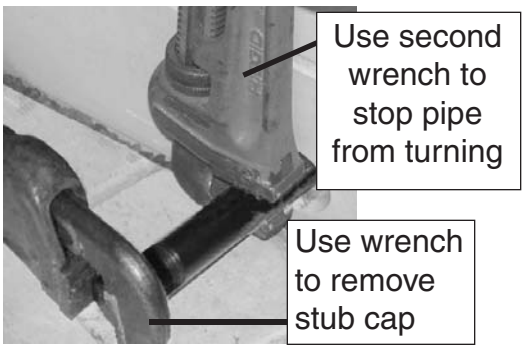

Fig. 12-2 Removing the stub cap
4. Locate the gas-supply stub inside the fireplace and remove the cap, if attached (see Fig. 12-2).